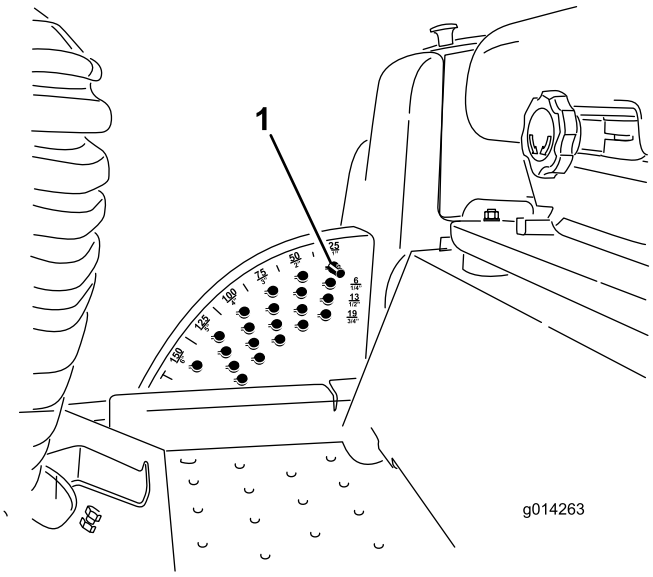

**Figur 16**
**Bemærk:** Plæneklipperskjoldet kan låses fast i den hævede position ved at hæve det til en position, der er højere end 15 cm, udtage stopstiften, der begrænser klippehøjden (se afsnittet Justering af klippehøjden) og placere stiften i den position, der giver en klippehøjde på 15 cm (Figur 16).
1. Mens motoren er i gang, trykkes der bagud på skjoldets løftekontakt, indtil plæneklipperskjoldet er hævet helt. **Slip derefter kontakten straks** (Figur 16).
2. Juster ved at dreje stopstiften, indtil tappen på den er ud for hakkene i hullerne i beslaget til justering af klippehøjden, og afmonter den (Figur 16).
3. Vælg det hul i klippehøjdebeslaget, som svarer til den ønskede klippehøjde, isæt stiften, og drej den nedad for at låse den fast (Figur 16).
**Bemærk:** Der er fire rækker hulpositioner (Figur 16). Den øverste række giver den klippehøjde, der er anført over stiften. Den anden række fra oven giver den højde, der er anført, plus 6 mm. Den tredje række fra oven giver den højde, der er anført, plus 12 mm. Den nederste række giver den højde, der er anført, plus 18 mm. Til højdepositionen på 15,8 cm er det kun ét hul, og det sidder i anden række fra oven. Her lægges der ikke 6 mm til højdepositionen på 15,8 cm.